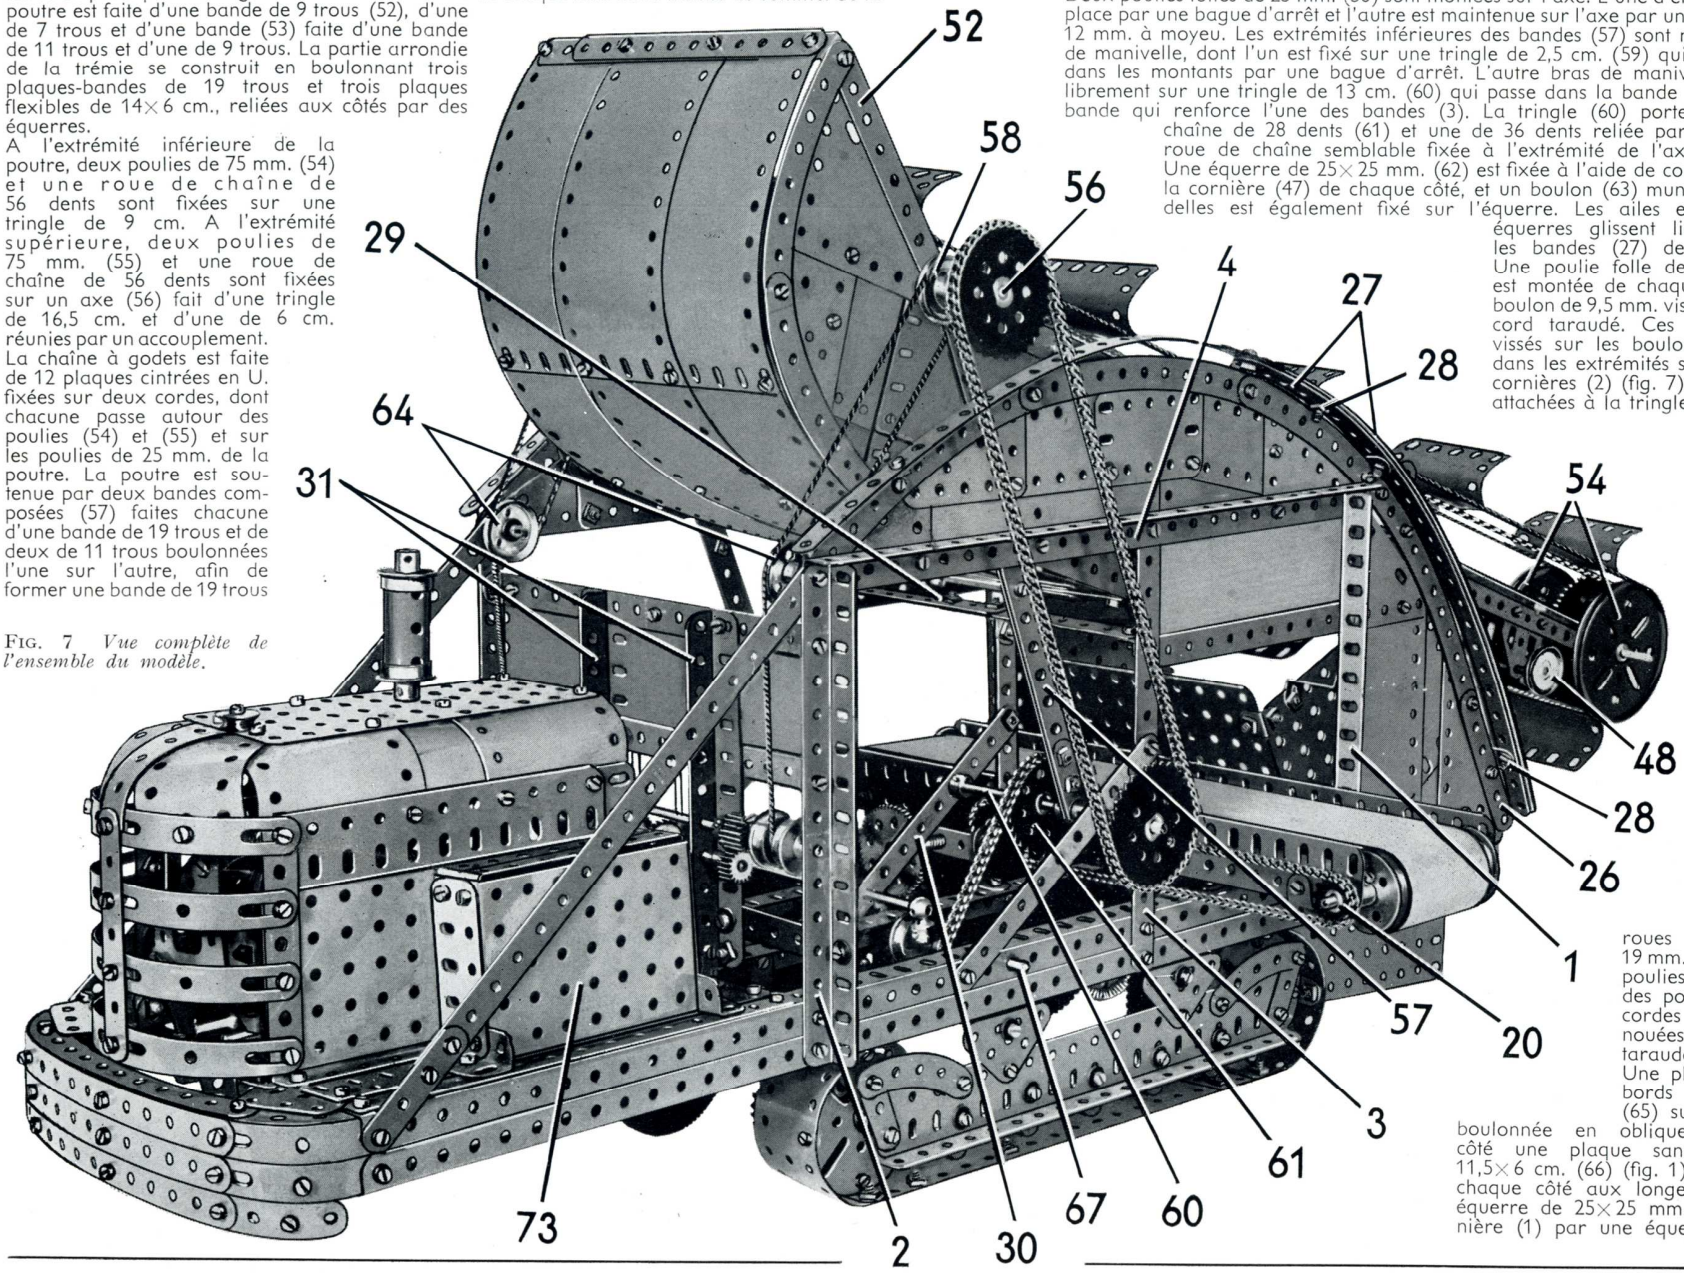

FIG. 7 *Vue complète de l'ensemble du modèle.*
Une équerre de 25×25 mm. (62) est fixée à l'aide de contre-écrous sur la cornière (47) de chaque côté, et un boulon (63) muni de deux rondelles est également fixé sur l'équerre. Les ailes extérieures des équerres glissent librement entre les bandes (27) de chaque côté. Une poulie folle de 25 mm. (64) est montée de chaque côté sur un boulon de 9,5 mm. vissé dans un raccord taraudé. Ces raccords sont vissés sur les boulons qui passent dans les extrémités supérieures des cornières (2) (fig. 7). Deux cordes, attachées à la tringle (38) entre les roues à boudin de 19 mm. passent sur les poulies (64) et autour des poulies (58). Les cordes sont ensuite nouées aux raccords taraudés.
La partie du capot montrée sur la fig. 7 est constituée par une plaque sans rebords de 14×6 cm. et une poutrelle plate de 11 trous boulonnées à une extrémité sur une bande de 7 trous et à l'autre sur une poutrelle plate de 7 trous. L'autre côté est formé d'une bande de 11 trous, d'une poutrelle plate de 11 trous, d'une de 7 trous, d'une bande de 7 trous et d'une longrine de 11 trous, rattachée à la bande de 11 trous par deux charnières. Une cornière de 11 trous, prolongée par une de 5 trous est boulonnée à l'extrémité inférieure, de chaque côté du capot, et ces cornières sont utilisées pour rattacher l'ensemble au châssis. Un coffre (73) est monté d'un côté du capot (fig. 7).